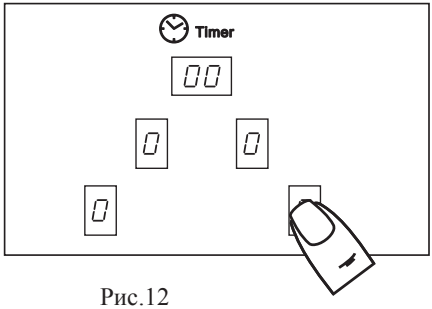

Рис.12
1. Коснуться зоны ② с обозначением выбранной конфорки, после чего конфорка перейдет в режим управления. В соответствующем окне индикации загорится «**0.**» (ноль с точкой) (рис.12), во всех остальных окнах - «**0**»(ноль без точки).